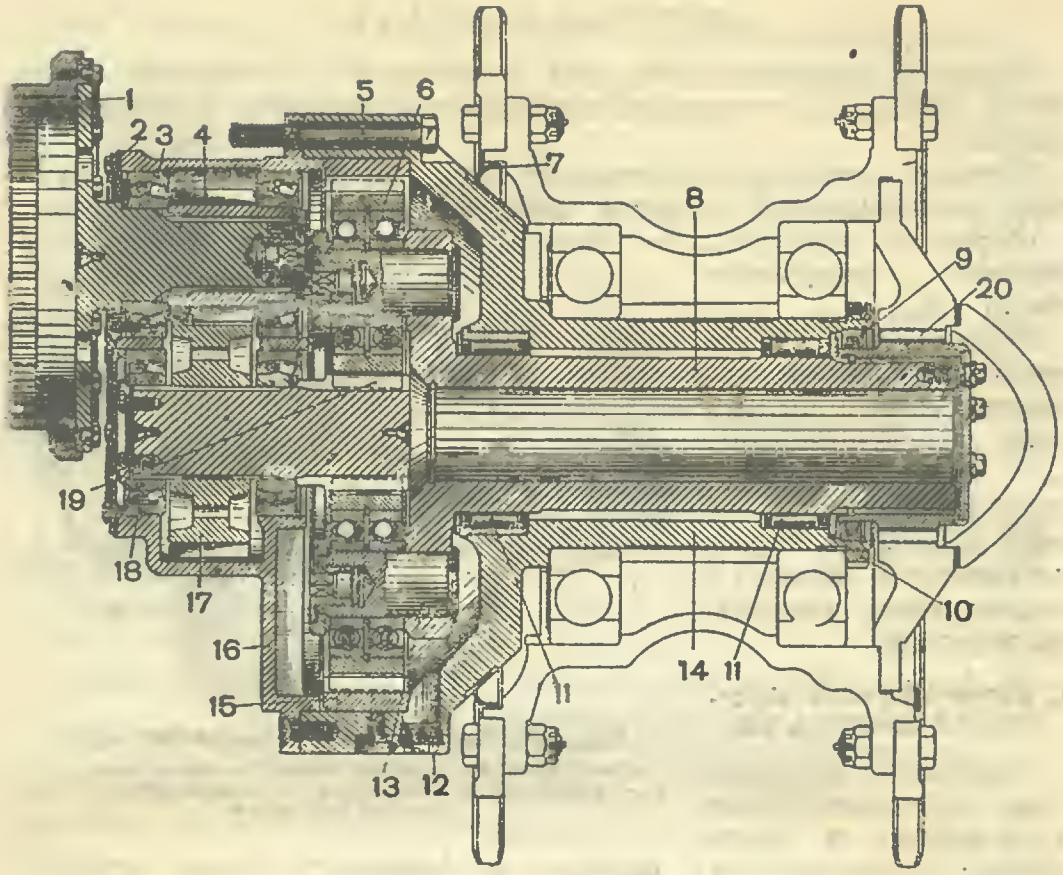

Рис. 187. Бортовая передача (разрез):
Бортовая передача (рис. 187) монтируется в картере и кронштейне, прикрепленных болтами к бортовому листу корпуса. Весь механизм бортовой передачи делится на две части — ведущие и ведомые.
Ведущая часть бортовой передачи состоит из несущего диска *1* (рис. 187) и ведущей шестерни *4*.
Ведомая часть бортовой передачи состоит из следующих основных деталей: ведомой шестерни *17* (рис. 187), солнечной шестерни *19*, четырёх сателлитов *6*, неподвижной шестерни *15*, водила *8* и шестерни *20*.
От остановочного барабана планетарного механизма поворота вращение передаётся несущему диску и ведущей шестерне 4 (рис. 187).
1. Через пробку *12* (рис. 187) спустить масло из корпуса бортовой передачи. Отвернуть винты, соединяющие картер с кронштейном, и разъединить эти детали.